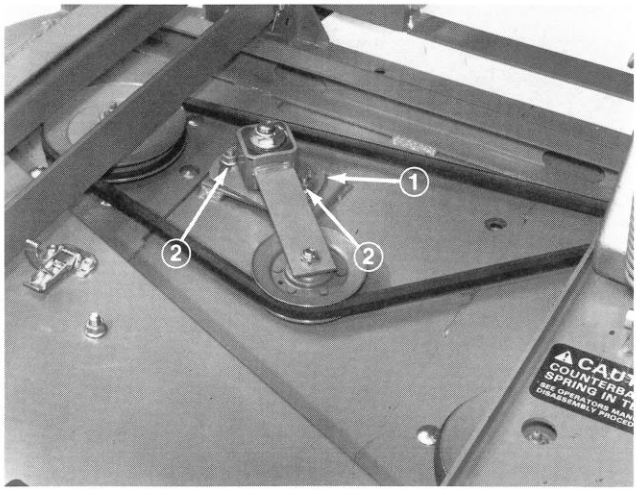

Figure 40
4. Loosen two nuts securing idler plate in place (Fig. 40) and remove old belt from pulleys.
3. Loosen two nuts securing idler plate in place (Fig. 40). Belt tension will be released when nuts are loosened.